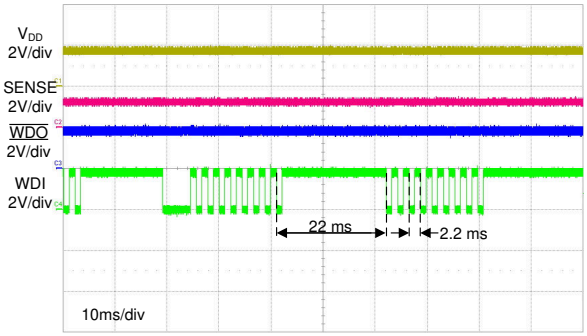

图 8-10. Window Watchdog Timing
In this application, the window watchdog timing options are based on the PWM signal that is provided to the TPS3850. A window watchdog setting must be chosen such that the falling edge of the PWM signal always falls within the window. A nominal window must be designed with $t_{WDL(max)}$ less than 5 ms and $t_{WDU(min)}$ greater than 5 ms. There are several options that satisfy this window option. An external capacitor can be placed on the CWD pin and calculated to have a sufficient window. Another option is to use one of the factory-programmed timing options. An additional advantage of choosing one of the factory-programmed options is the ability to reduce the number of components required, thus reducing overall BOM cost. Leaving the CWD pin unconnected (NC) with SET0 = 0 and SET1 = 1 produces a $t_{WDL(max)}$ of 2.22 ms and a $t_{WDU(min)}$ of 23.375 ms; see 图 8-10.